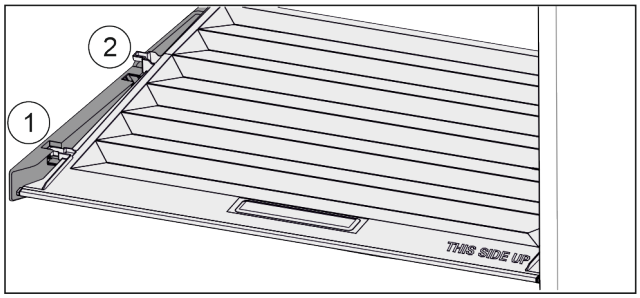

Fig. 31
▶ Потянуть крышку до отверстия в поддерживающих деталях вперед *Fig. 31 (1)*.
▶ Поднять сзади снизу и извлечь *Fig. 31 (2)* движением верх.